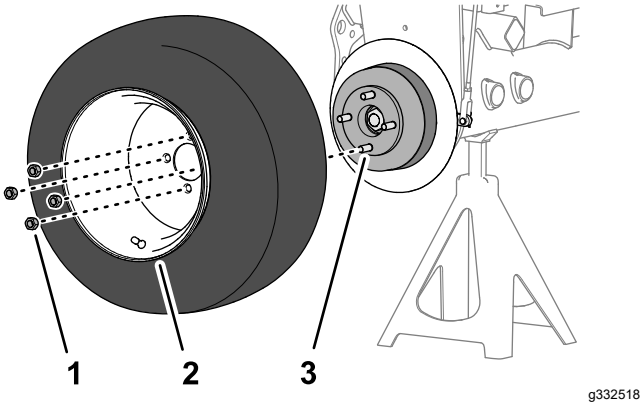

Figur 76
1. Ta bort de fyra hjulmuttrarna som fäster framhjulet till navet och ta bort hjulet (Figur 76).